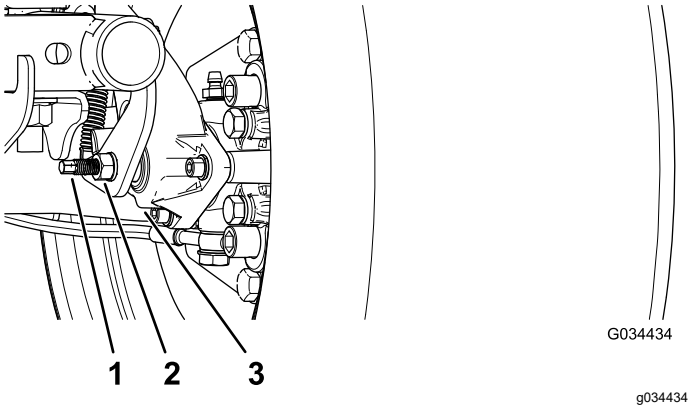

**Figur 52**
3. Brug to skruenøgler til at holde justeringstappen på kaliberen på plads med én skruenøgle, og løsn kontramøtrikken ¼ omgang med den anden nøgle (Figur 52).
4. Mens du holder justeringstappen og kontramøtrikken på plads, skal du dreje justeringstappen ind for at stramme (Figur 52).
5. Mens du holder justeringstappen og kontramøtrikken på plads, skal du skrue ¼ omgang ud (Figur 52).
6. Mens du holder justeringstappen og kontramøtrikken på plads, skal du stramme kontramøtrikken (Figur 52).